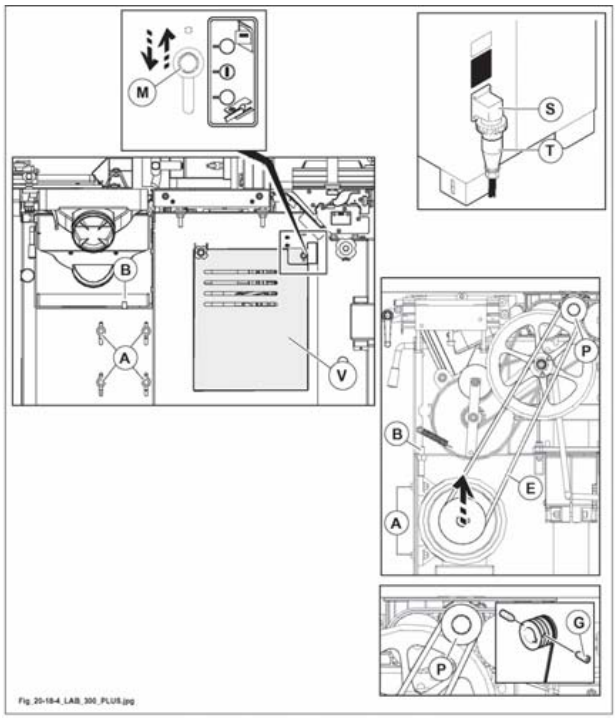

Fig. 20.18-4
prima di effettuare qualsiasi operazione togliere l'alimentazione elettrica e scollegare il cavo di alimentazione (presa T fig. 20.18-4) dalla spina (S fig. 20.18-4).
- Sollevare la leva (M fig. 20.18.4) (agisce su un micro che impedisce l'avviamento del motore).
- Aprire lo sportello (V fig. 20.18.4).
- Allentare le viti (A fig. 20.18-4) di fissaggio.
- Allentare il grano (B fig. 20.18-4).
Utilizzando una leva, sollevare il motore e, tenendolo in questa posizione, allentare completamente le cinghie (E fig. 20.18-4).
- Allentare i grani (G fig. 20.18-4) e smontare la puleggia (P fig. 20.18-4) in modo da offrire una via di uscita alle cinghie.
- Chiudere lo sportello (V fig. 20.18.4).
- Abbassare la leva (M fig. 20.18.4).